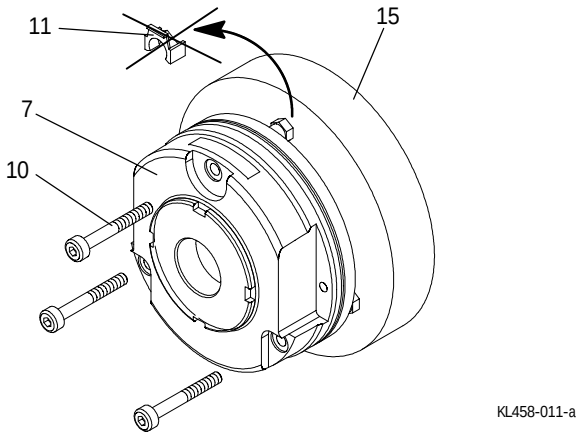

FIG 7
4. Screw the complete stator (7) onto the endshield (15) using the screws (10) (FIG 7).
5. Remove the clips (11) (throw away; FIG 7).